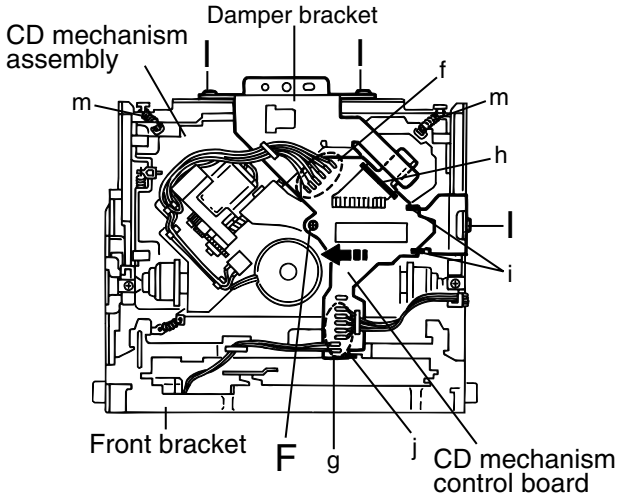

Fig.10
■Removing the CD mechanism control board(See Fig.10 and 11)
■Removing the CD mechanism ass'y (See Fig.10, 15 to 18)